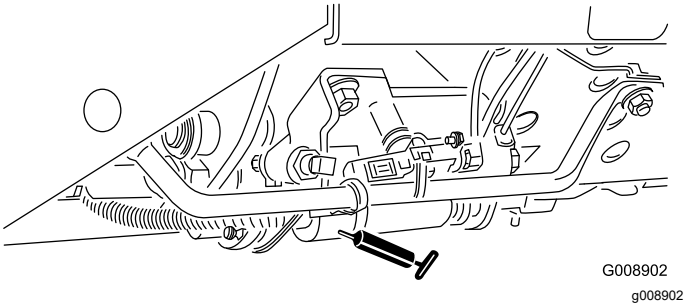

**Figur 50**
- Skjutreglage för klippning/transport (Figur 50)